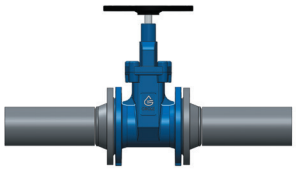

рис. 1
- ВЕРТИКАЛЬНО (штурвалом или приводом вверх) на горизонтальном трубопроводе (рис. 1).